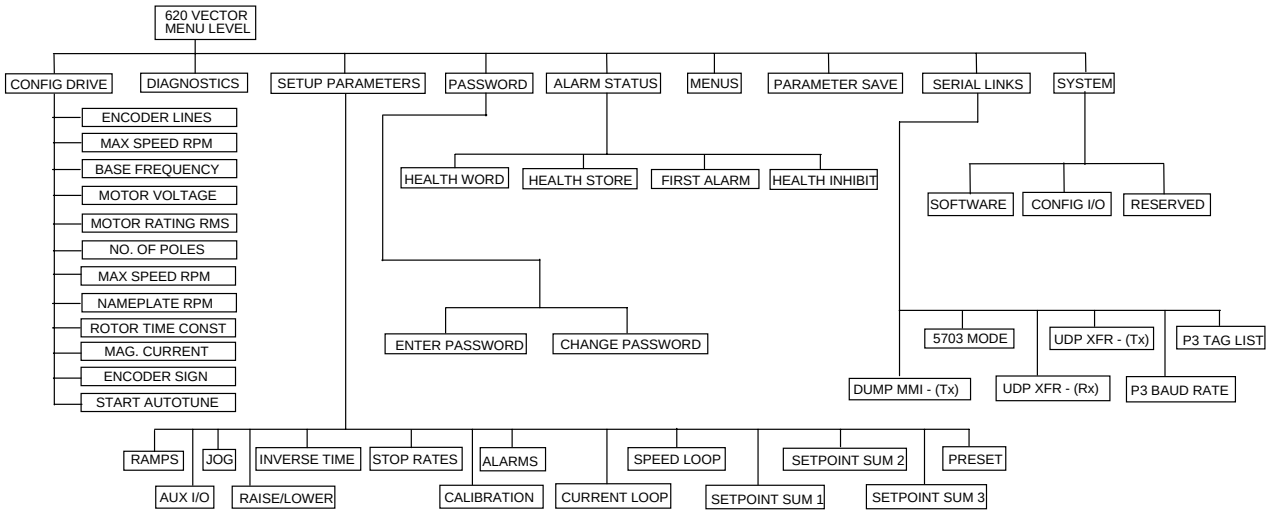

Figure 4.3 - Main Menu Options
The MMI comprises several hundred menu options (shown in Figure 4.3). The M E △ and ▽ buttons navigate through the menus.
The options available to the user from the main menu are given in Figure 4.3. These options are briefly described in the following paragraphs which include references for further details.
1. Press M M. The display will show **'MENU LEVEL / DIAGNOSTICS'**. Pressing the △ and ▽ buttons will enable you to move around the top level menu. Press △ until the display shows **CONFIGURE DRIVE** (if you miss **CONFIGURE DRIVE** or any other menu item, either use the ▽ button to get back or keep pressing △ until **CONFIGURE DRIVE** is displayed again). You will be navigating the Initial Setup menus shown at the extreme left of Fig 4.3.